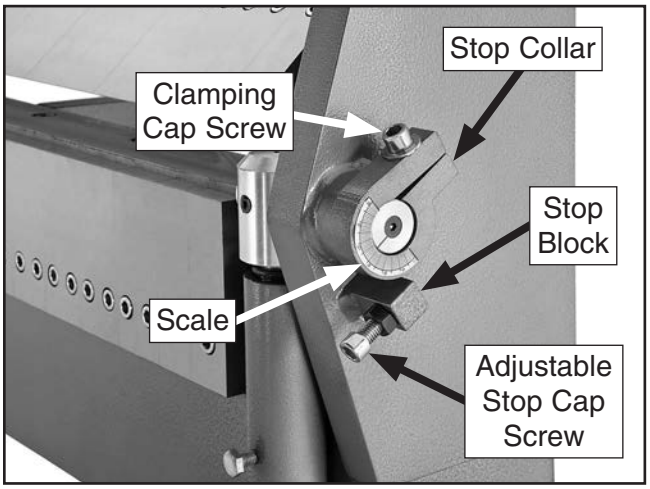

Figure 12. Work stop controls.
1. Loosen the clamping cap screw on the work stop collar (see **Figure 12**) so the stop collar is loose on the shaft.